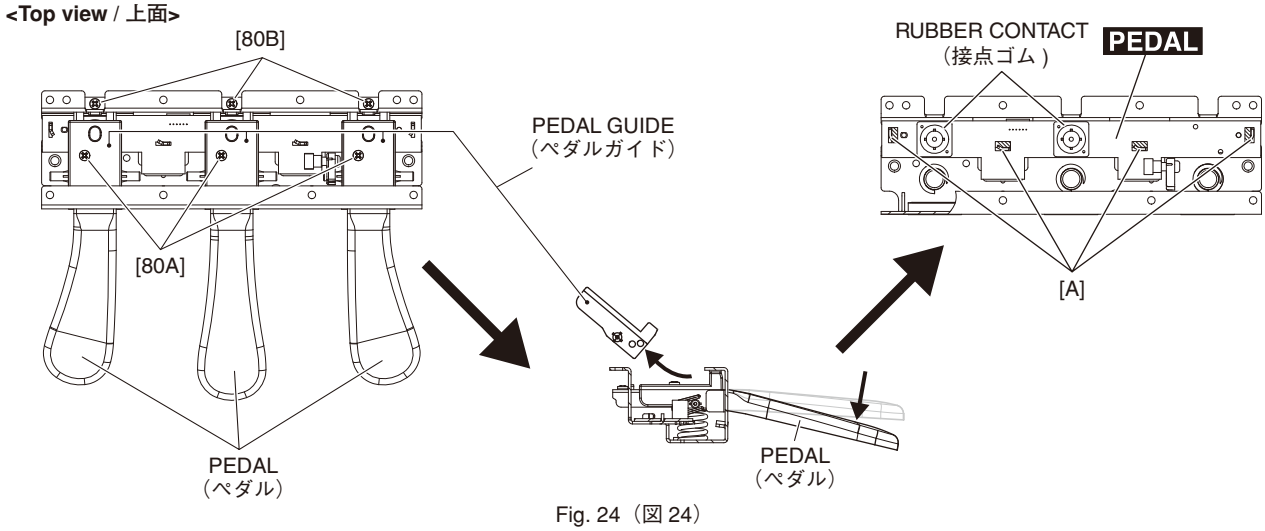

Fig. 24（図 24）
25-2. Remove the three (3) screws marked [80A]. The three (3) pedal guides can then be removed. (Fig. 24)
25-3. Remove the three (3) screws marked [80B]. The three (3) pedals can then be removed. (Fig. 24)
Lift the PEDAL circuit board to remove it. (Fig. 24)
25-5. Remove the two (2) rubber contacts from the PEDAL circuit board. (Fig. 24)
25-2. [80A] のネジ 3 本を外して、ペダルガイド 3 個を外します。(図 24)
25-3. [80B] のネジ 3 本を外して、ペダル 3 個を外します。(図 24)
25-4. PEDAL シートを止めている [A] のフレーム折り曲げ部 4 ヶ所をペンチ等で真直ぐに戻し、PEDAL シートを外します。(図 24)
25-5. PEDAL シートから接点ゴム 2 個を外します。(図 24)